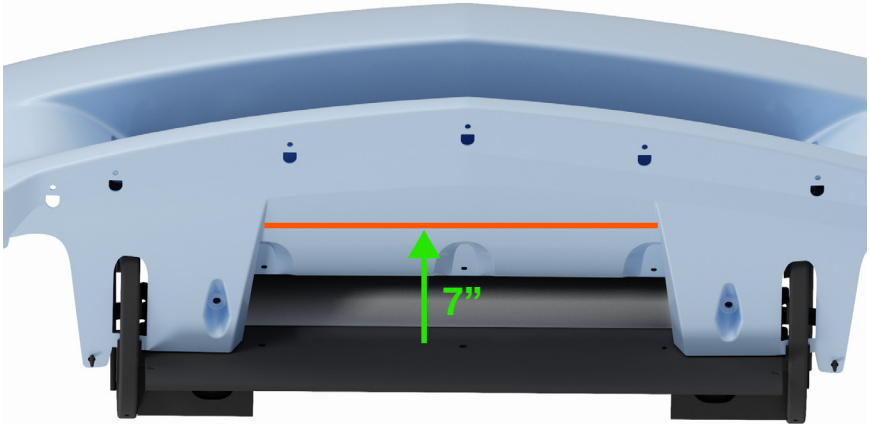
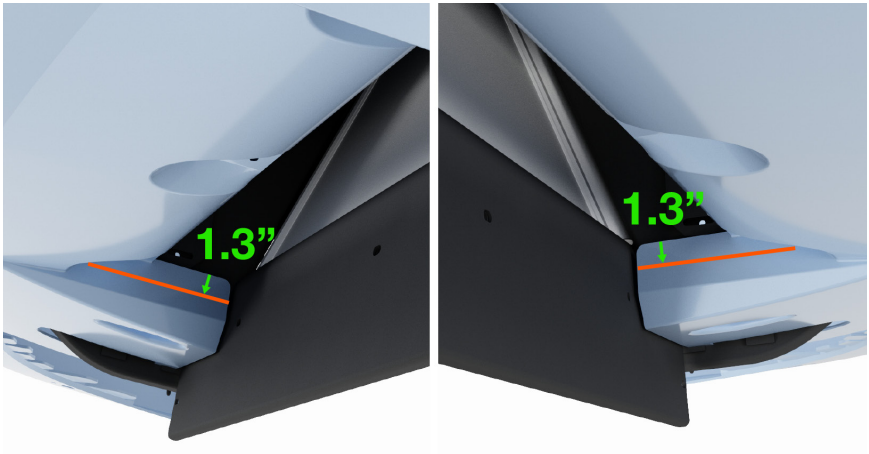

Figure 2 - Front Trim Measurement
Figure 3 - Side Trim Measurement, Both Sides
4. Mark the bumper for cutting later in the installation process, referring to **Figure 2** and **Figure 3**.